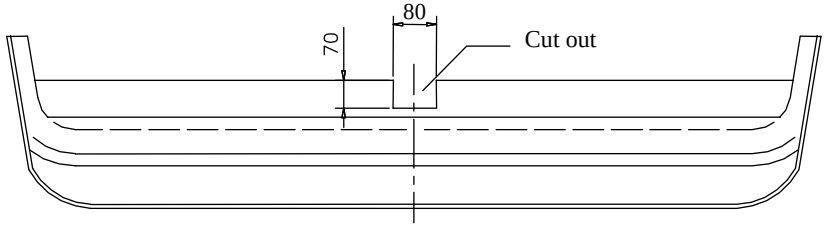

Fig. 2
3. On the left and right side put to chassis members brackets (pos. 4 and 5) in this way so elongated holes tally with plastic pin protruding from floor and next through holes (pos. A, B, C) drill holes ø11mm.
4. Bracket (pos. 5) screw through hole (pos. C) using washers (pos. 10) and bolts M10x30mm (pos.9).
5. Put main bar of towbar (pos. 1) to mounted brackets (pos. 4 and 5), through holes (pos. A and B), washers and plates (pos. 6) screw with chassis member using bolts M10x50mm (pos. 8) from towbar accessories.
6. Through holes (pos. D) drill holes ø11mm and next screw with bolts M10x30mm – pos. 9 (use washers ø35xø12x3mm – pos. 10).
7. Fix body of the automat (pos. 15) and the socket plate (pos. 3) using bolts M12x25mm (pos. 7) from accessories. Place tow-ball (pos. 2) according to supplied instruction.
9. In central part of the bumper cut out fragment 70x80mm as shown in the fig. 2.